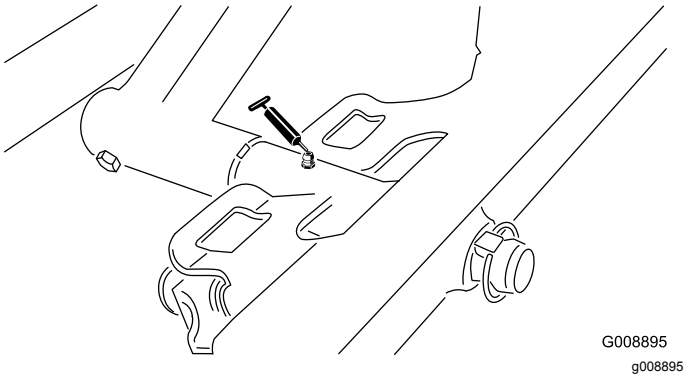

Figura 33
- Perno dell'apparato di taglio anteriore (Figura 33)